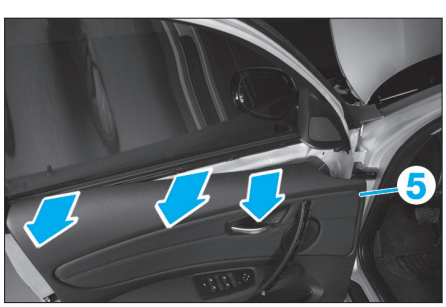

Fig. 61
• Dégrafer vers soit la partie supérieure de la garniture (5) comme illustré **(Fig.61)**.